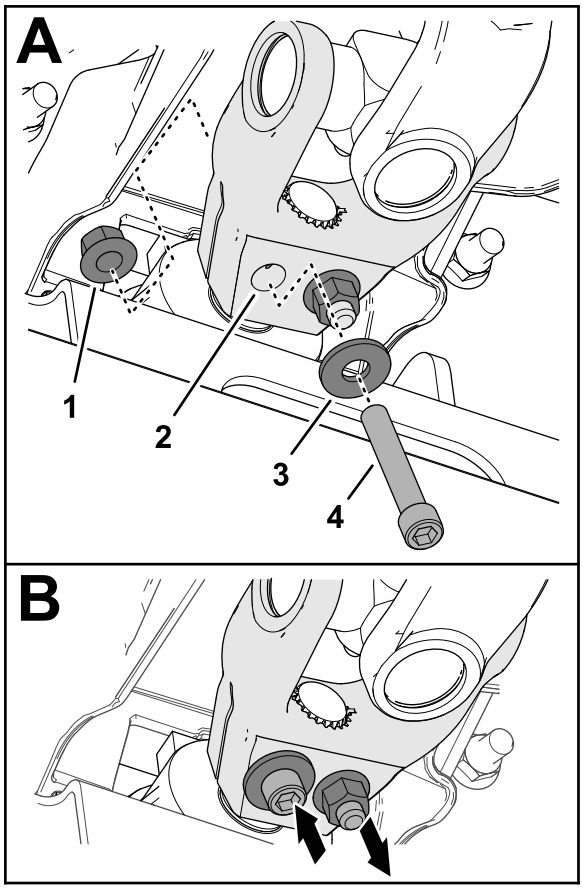

**Figura 17**
6. Montate un bullone senza dado a brugola (⅜" x 2¼") attraverso una rondella (⅜") e il foro nella forcella dell'albero di trasmissione (Figura 17), e fissate il bullone senza dado con un dado di bloccaggio flangiato (⅜").
7. Montate un bullone senza dado a brugola (⅜" x 2¼") attraverso una rondella (⅜") e il foro nella forcella dell'albero di trasmissione dalla direzione opposta (Figura 17), e fissate il bullone senza dado con un dado di bloccaggio flangiato (⅜").